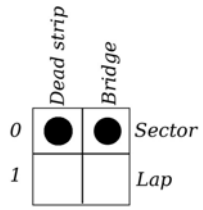

Figure 35: DS bridge sector sensor, dead strip sector sensor.
In order that the *Track Interface* interprets both DS bridge and dead strip as sector sensors, the double switch (5) must be set as shown in figure 35.